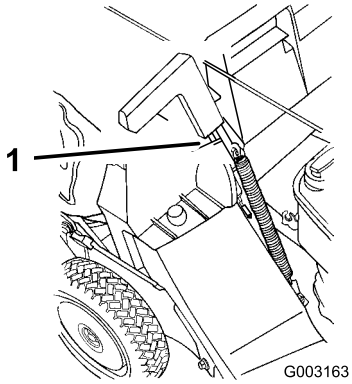

**Figura 19**
5. Tirate in avanti la maniglia dello sportello di scarico fin quando la spina non tocca più il fermo, e tirate indietro la maniglia finché la spina non si blocca nella tacca del cesto (Figura 19).